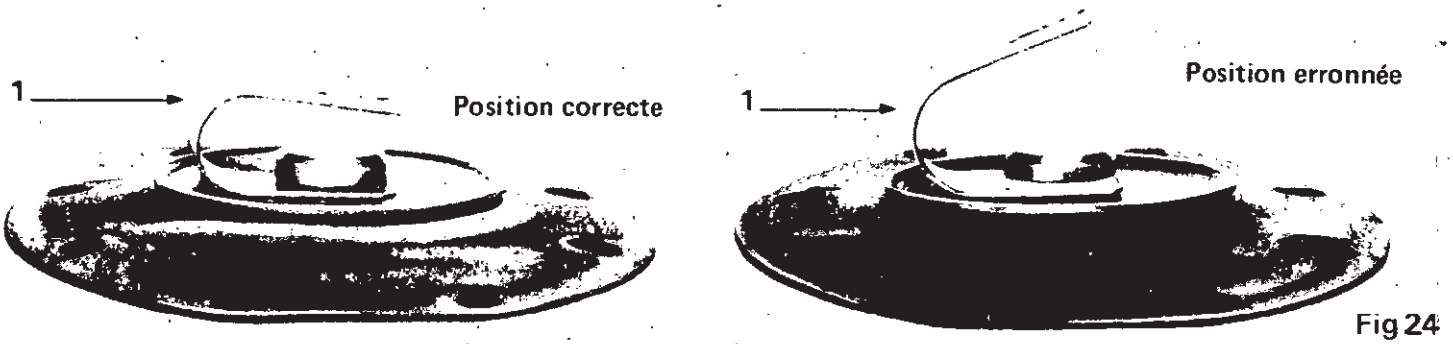

Fig 24
- si, malgré cela, la pression reste trop élevée, remplacer la membrane du 1er stade, son ressort d'accouplement pouvant être déformé. (Fig. 24)